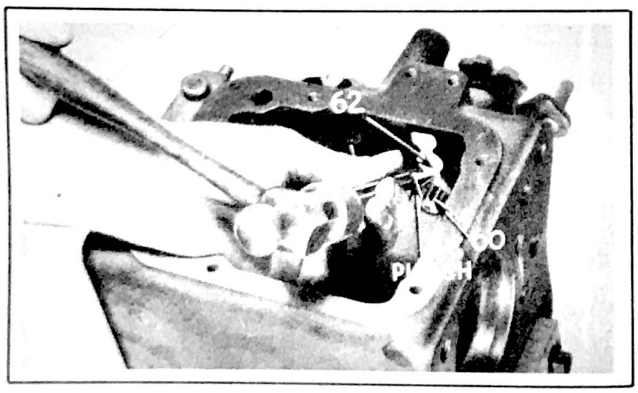
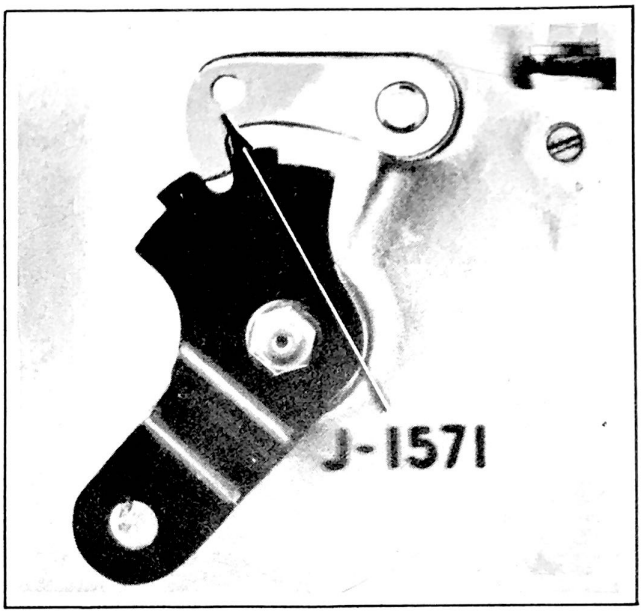

Figure 228 - Marking Position of Shift Shaft Inner Lever on Shift Shaft
Figure 229 - Indexing Correct Position of Shift Shaft Inner Lever on Shift Shaft With Tool J-1571
The shifter forks and shift shaft with inner lever must be correctly assembled (Fig. 229) and the fork screws securely fastened.
26. Punch mark the position of shift shaft inner lever (62) and shift shaft (60) with sharp punch as these parts must be reinstalled in their original position. See Fig. 228. If these parts are not indexed before removal, their correct position must be indexed by using Indexing Tool J 1571, as shown in Fig. 229.